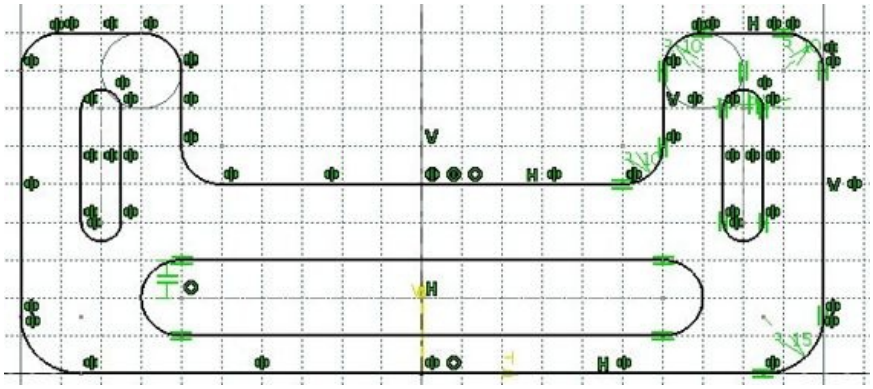

Figure 3-62 *The sketch after creating the horizontal elongated hole*
c. Draw the elongated hole in the lower portion of the sketch, refer to Figure 3-62.
4. Draw the horizontal elongated hole, such that the coordinate values of the start and end points are 60,20 and -60,20, respectively. Specify the value of radius as **10** in the **Radius** edit box of the **Sketch tools** toolbar. The final sketch is shown in Figure 3-62. Press the ESC key to exit the selection set.